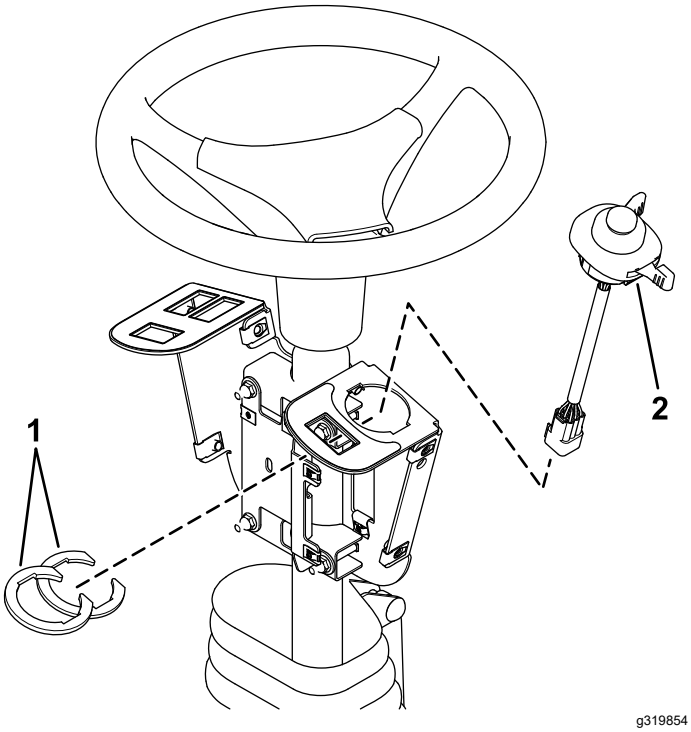

Figur 4
2. Monter multifunktionskontakten på kontaktbeslaget, og fastgør den ved hjælp af kontaktclipsene under hullet til kontakten (Figur 4).